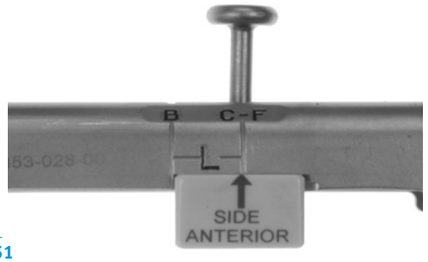

Fig. 151
- The etching on the tension pad must match up with the etching on the arm body indicating which side femoral component ('L' for left or 'R' for right) is being serviced **(Fig. 151)**.